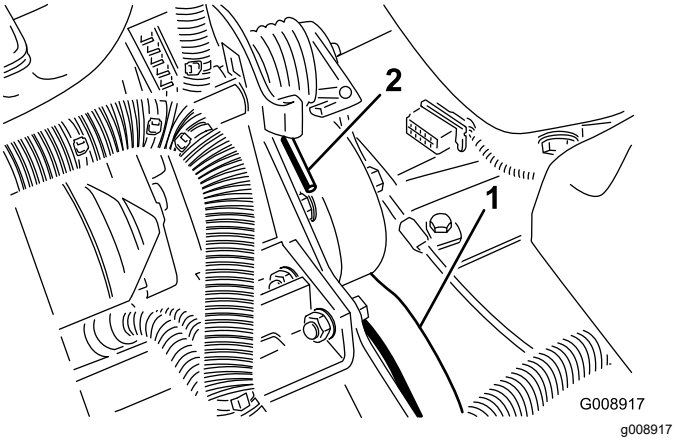

Figuur 78
3. Druk het uiteinde van de veer omlaag en naar voren (Figuur 78) om deze los te maken van de beugel en de veerspanning op te heffen.